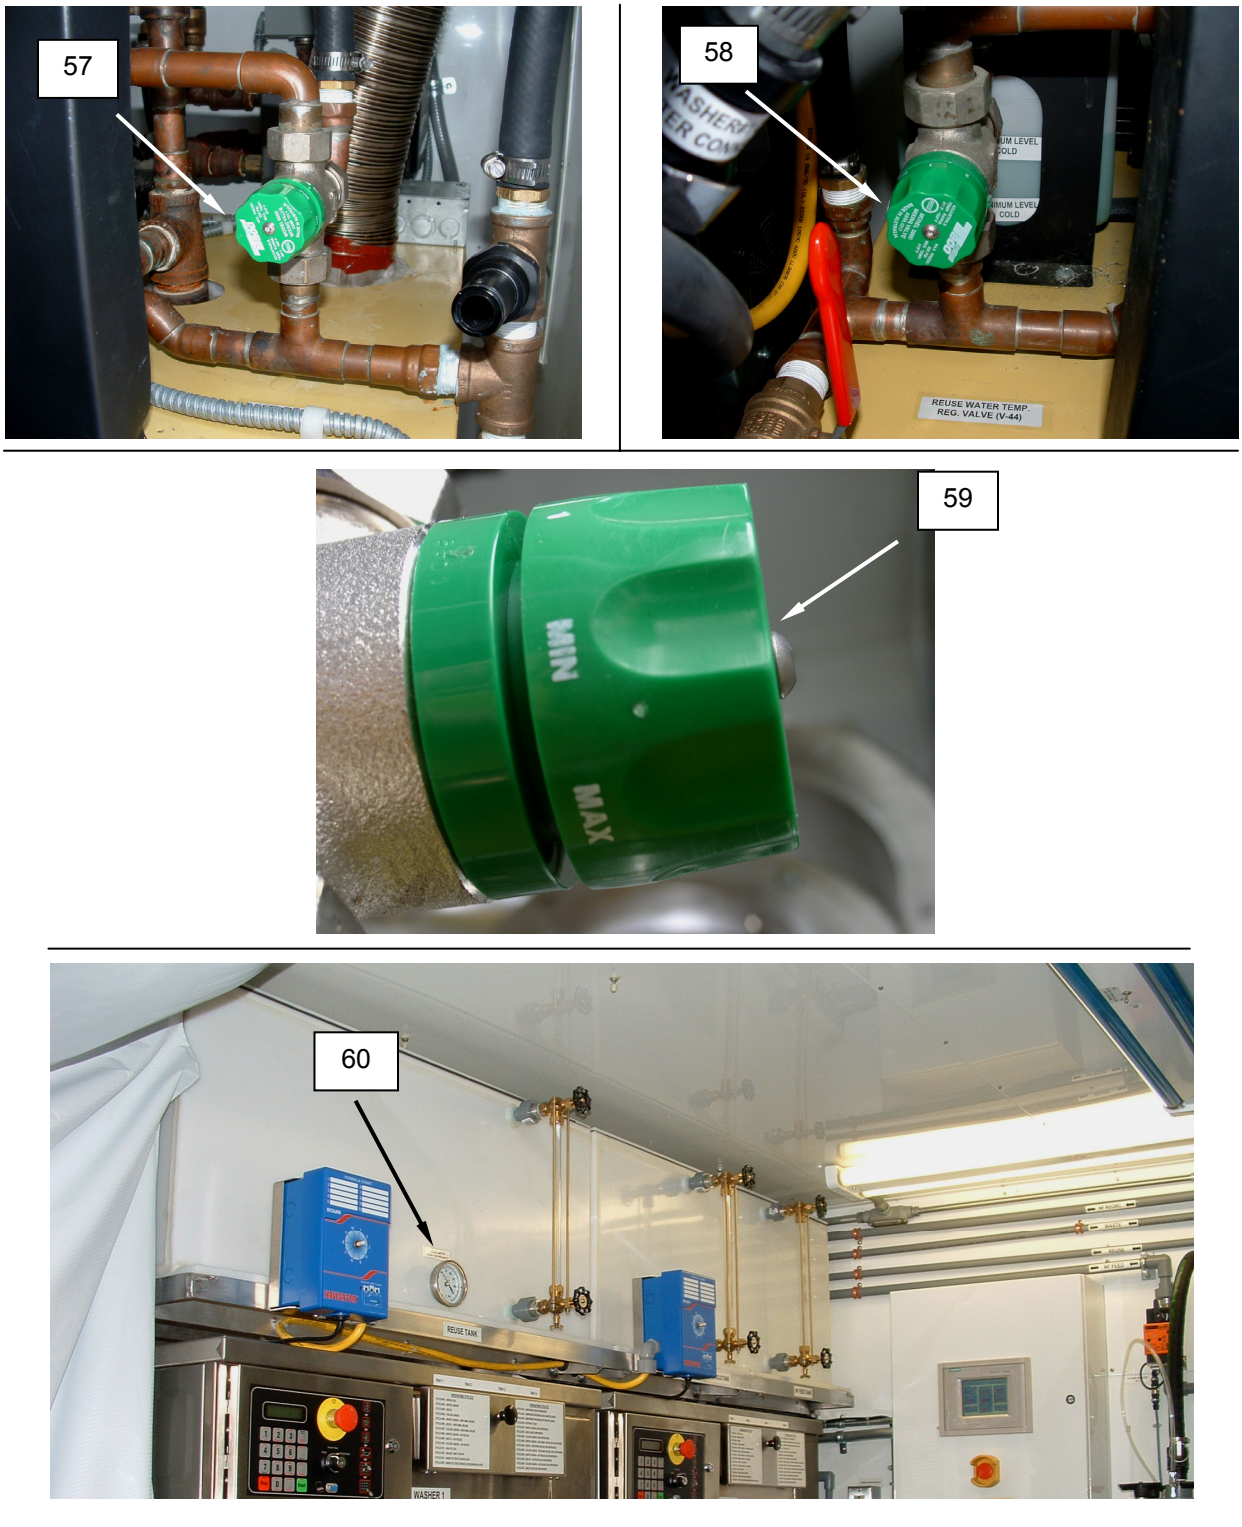

Figure 26. Adjusting Water Temperature.
The temperature of the water used for the wash and rinse operation is controlled by mixing valves installed on the top of the water boiler. One mixing valve **(Figure 26, Item 57)** controls the temperature of the incoming water being supplied to the washer while the second mixing valve **(Figure 26, Item 58)** controls the temperature of the reuse water being sent to the water reuse tank. The mixing valves are preset and should be acceptable for most applications in average temperatures; however, they may require adjustment should the outside ambient temperatures be colder and therefore the temperature of the source water be colder than normal.
1. To adjust the temperature of the incoming heated water, turn the knob on the side of the source water mixing valve **(Figure 26, Item 57)** counterclockwise to increase temperature and clockwise to decrease temperature.
2. To adjust the temperature of the water in the water reuse tank, turn the knob on the side of the reuse water mixing valve **(Figure 26, Item 58)** counterclockwise to increase temperature and clockwise to decrease temperature.
3. Turn the knob **(Figure 26, Item 59)** in the direction of MAX to increase the temperature and in the direction of MIN to decrease the temperature.
4. Monitor the temperature using the gauge **(Figure 26, Item 60)** installed on the front of the water recycle tank and maintain a temperature of approximately 110 ^{o}F.